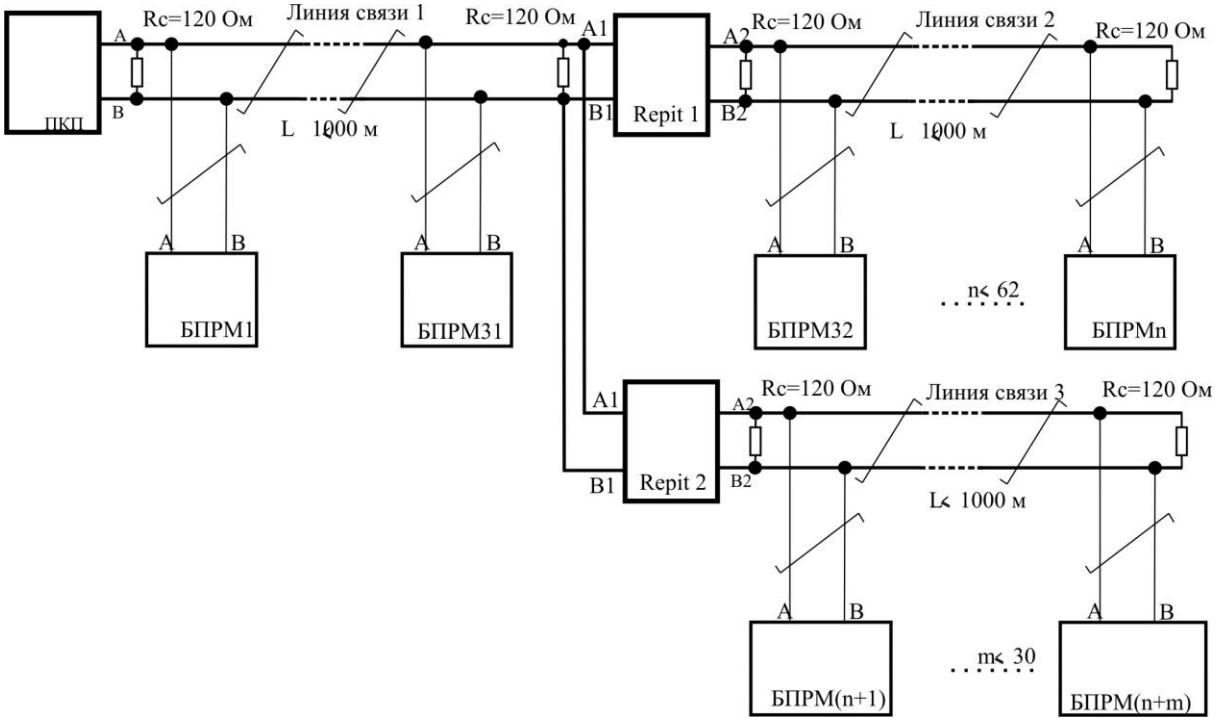

Рис. 4.15
4.2.4 Допускается проводить многократное усиление сигнала, используя несколько репитеров* (см. рис. 4.15), при этом репитеры должны обладать достаточным быстродействием.
4.2.5 Репитеры имеют возможность объединения друг с другом* для получения сети топологии "звезда", при этом необходимо осуществить гальваническую развязку между лучами звезды (рис. 4.15), используя соответствующие репитеры.